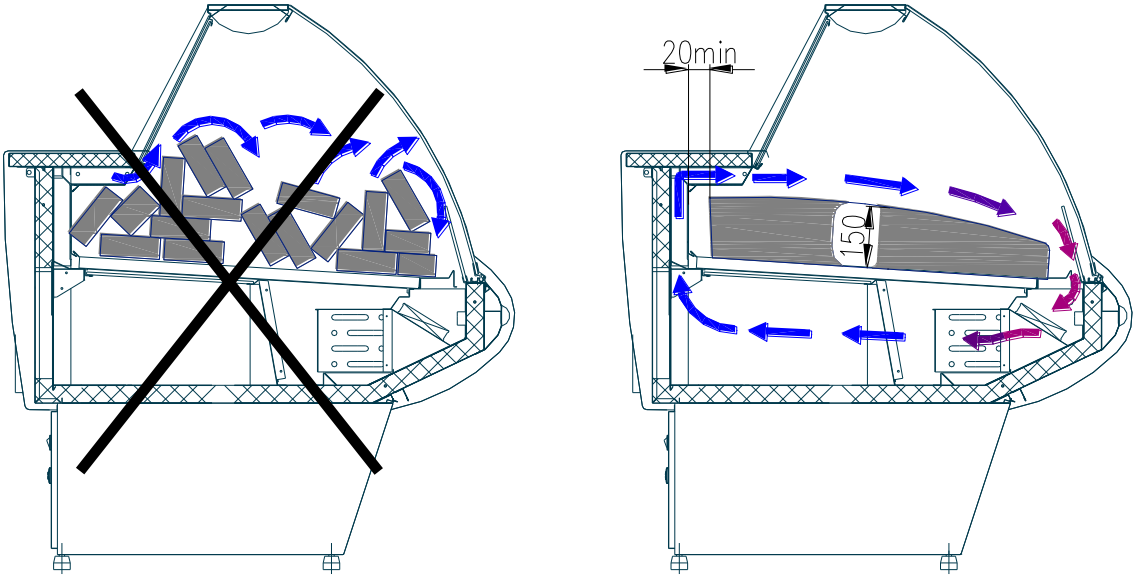

Рис. 2. Загрузка витрины продуктами
Высота максимальной загрузки продуктами полезного объема витрины составляет 150 мм (см. рис. 2), она обозначена знаком:
- Продукты необходимо раскладывать в отведенное для них место, не превышая при этом уровня максимальной загрузки (рис. 2). В случае
- При укладке продуктов **необходимо обеспечивать их равномерное распределение по всей площади экспозиционных полок** (рис. 2), что обеспечивает лучшие условия хранения продуктов и работы холодильной витрины, не превышая нормы загрузки, указанные в табл. 1.
- Проверить правильность расположения продуктов в витрине, согласно п. 3.5 и рис. 2.